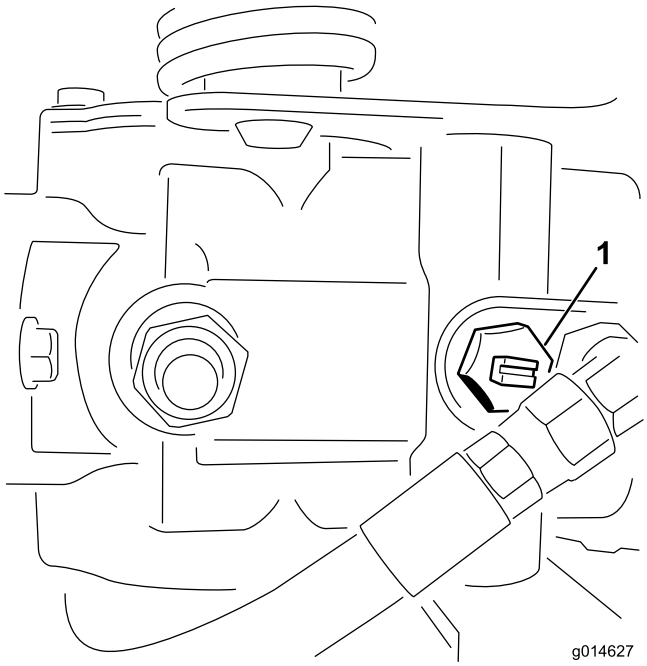

Figur 38
1. Finn omløpsventilen på pumpen, og vri den slik at åpningen står vertikalt (Figur 38).
2. Før du starter motoren, må du stenge omløpsventilen ved å vri den slik at åpningen står horisontalt (Figur 38). Ikke start motoren når ventilen er åpen.